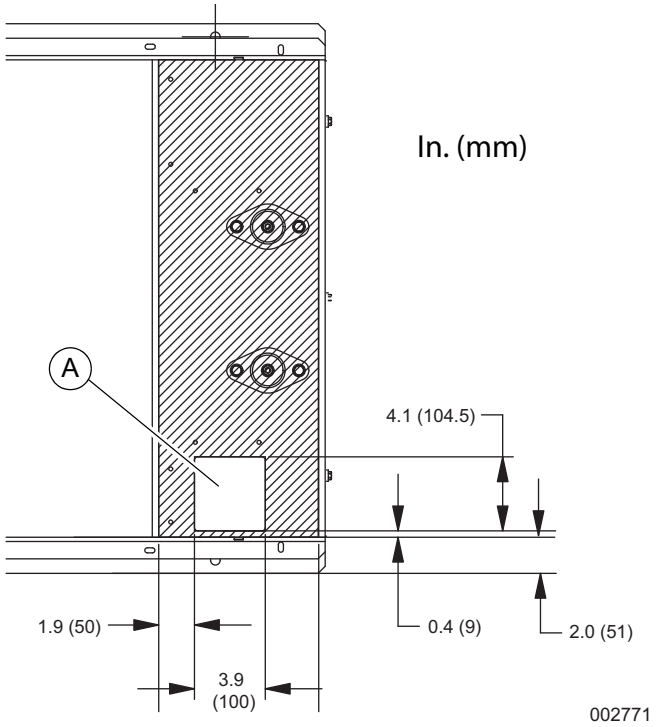

Figure 3-4. Installation Drawing Stub-Up Detail (Typical)
For load conduit, auxiliary power conduit (high voltage), and control wiring conduit (low voltage), see unit installation drawings for location and dimensions of the stub-up area. ***Figure 3-4*** illustrates a typical stub opening (A).